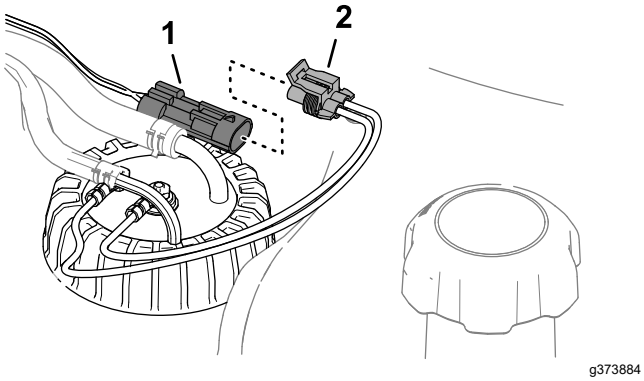

Figuur 95
6. Steek de connector van de kabelboom van de brandstofsensor in de connector van de machinekabelboom (Figuur 95).